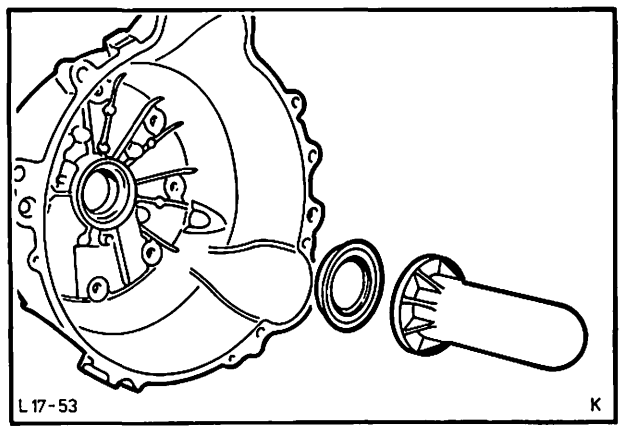

Abb. 80 Radialdichtring – Ölpumpe mit Werkzeug 17-010 einpressen
34. Neuen Radialdichtring – Ölpumpe mit Werkzeug 17-010 in das Wandlergehäuse einpressen. Abb. 80.